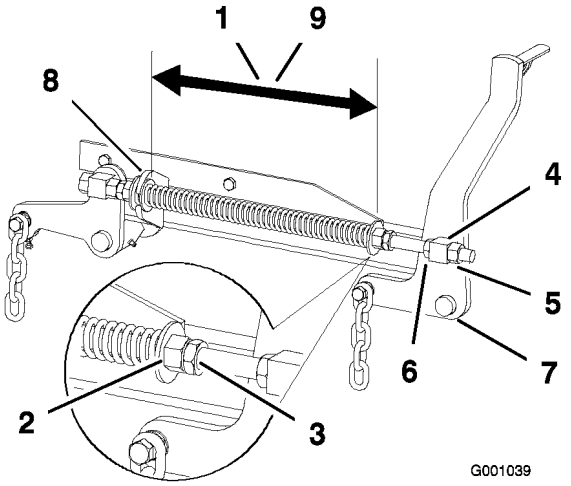

Figur 75
2. Kontrollera avståndet mellan de två stora brickorna. Det måste vara 28,2 cm för klippdäck på 52 tum och 26,7 cm för klippdäck på 60 tum (Figur 75).
3. Justera det här avståndet genom att lossa fjäderkontramuttern och vrida muttern framför respektive fjäder (Figur 75). Vrid muttern medsols för att förkorta fjädern eller motsols för att förlänga fjädern.
4. Lås muttern på plats genom att dra åt fjäderkontramuttern (Figur 75).